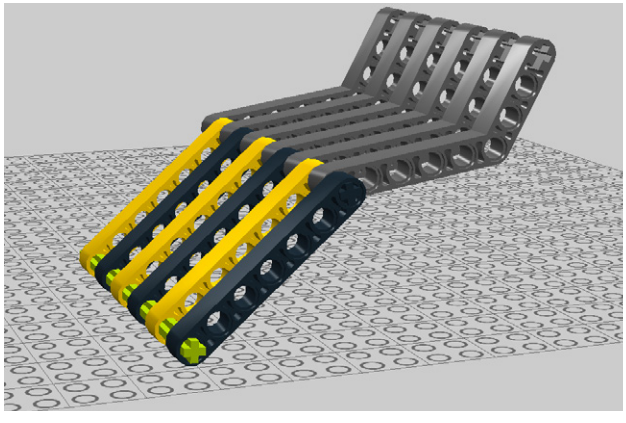

Figure 7-11. *Step 4: Adding another axle*
4. Secure those 7M beams with another 12M cross axle (see Figure 7-11).